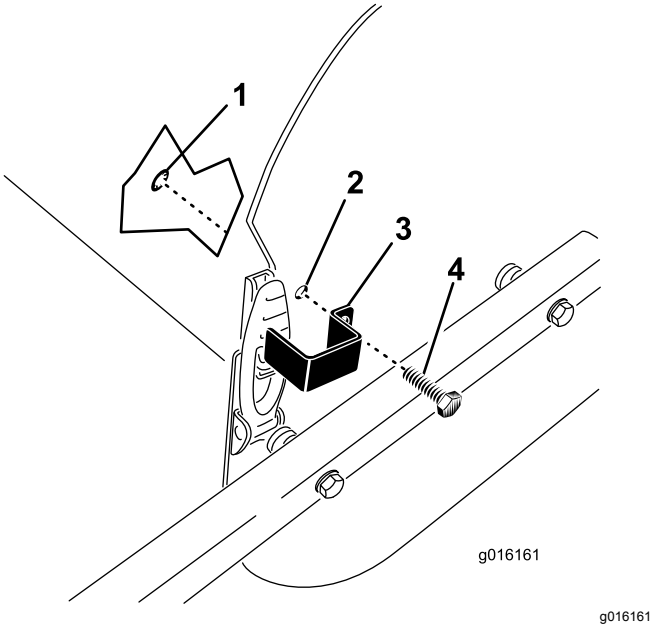

Figuur 36
1. Zet het borgplaatje op de kapvergrendeling terwijl u de montage-opening uitlijnt met het gat in de zijplaat (Figuur 36).
2. Bevestig het borgplaatje aan de zijplaat met een tapbout en een borgring (Figuur 36).